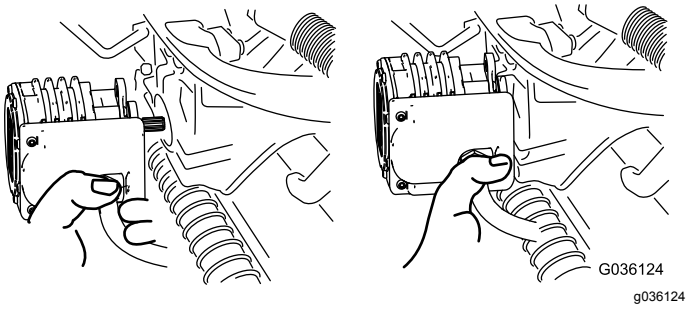

Figur 57
4. Flytt motoren til lagringsplassen foran på hjulopphengsarmen (Figur 57).